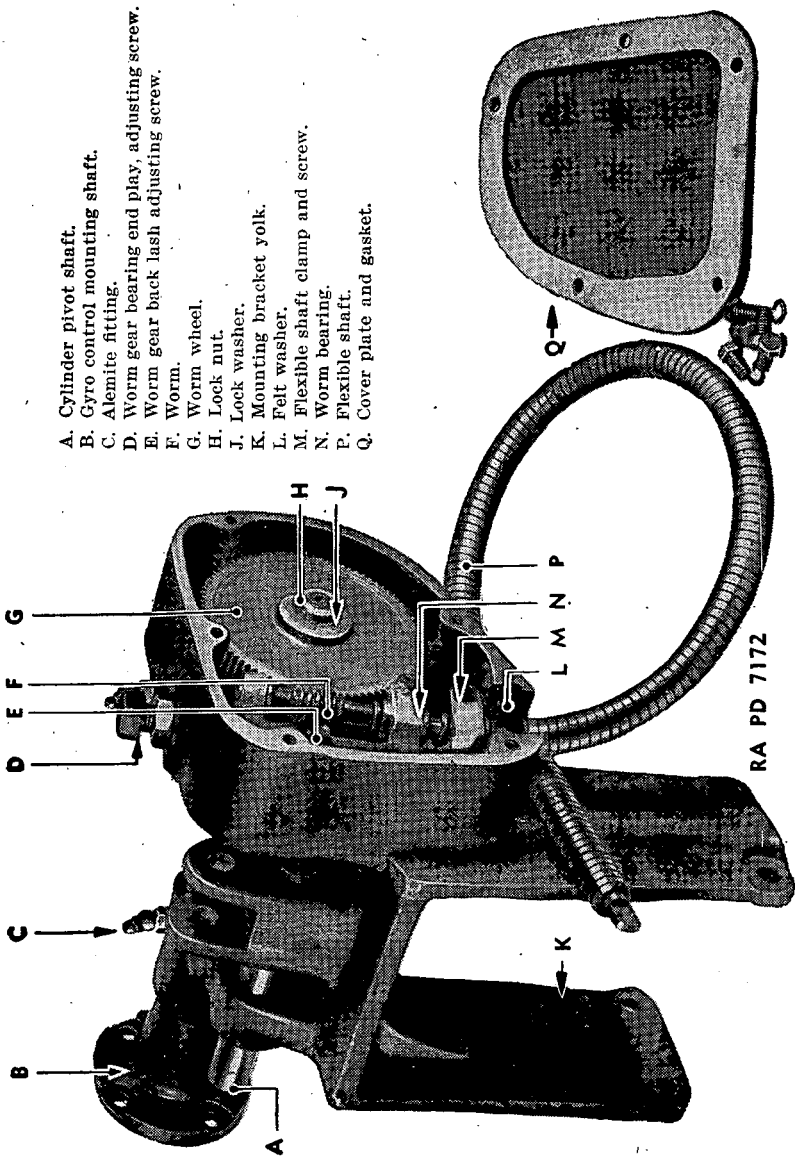
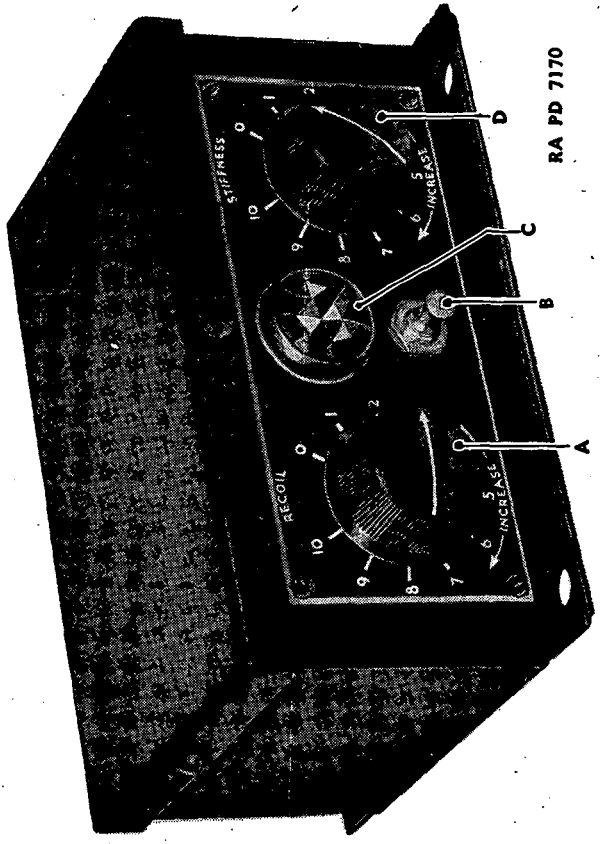
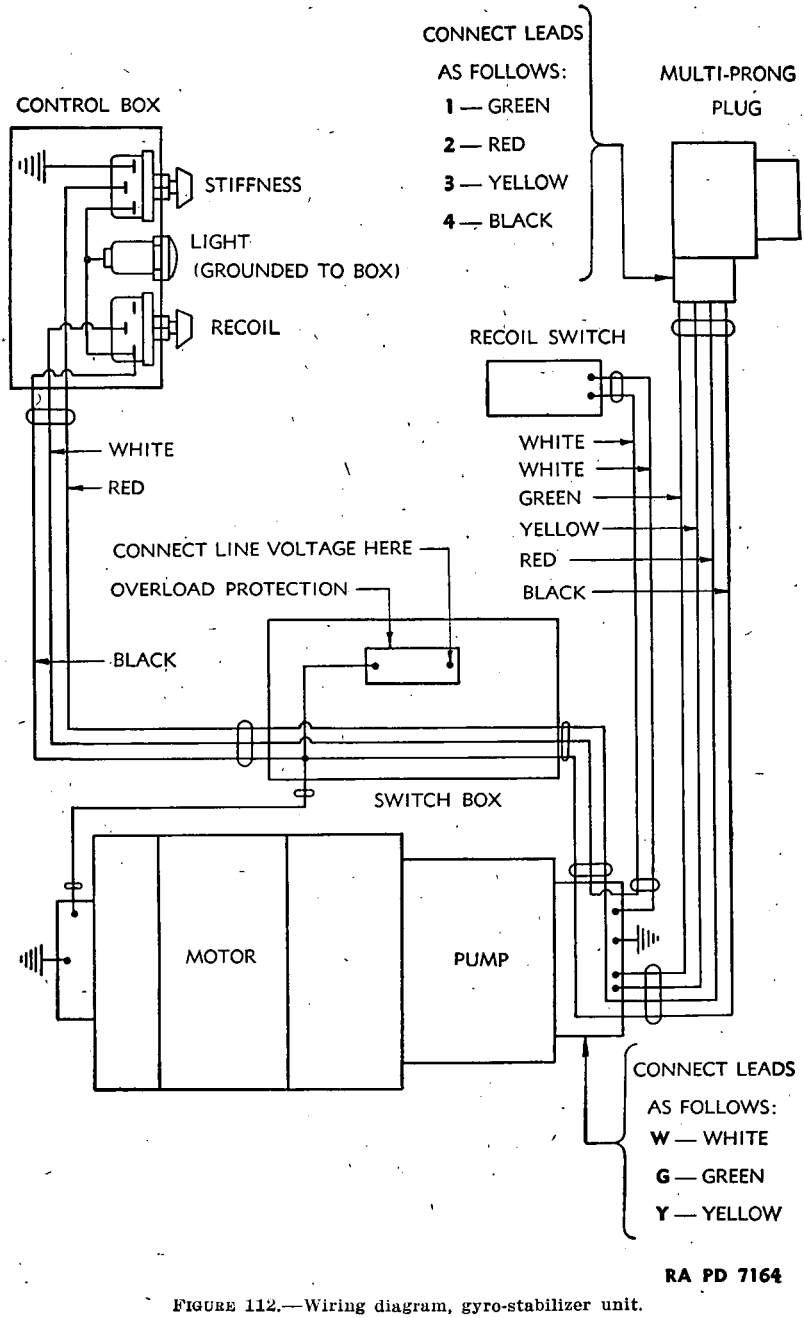

FIGURE 104.—Mounting bracket assembly, gyro-stabilizer unit.
FIGURE 108.—Exterior of control box, gyro-stabilizer unit.
FIGURE 112.—Wiring diagram, gyro-stabilizer unit.
f. Check for free motion between the gyro-control unit and the handwheel, and adjust the backlash between the worm gear and worm wheel (fig. 104) if free motion exists. The backlash may be eliminated by loosening the lock nut (fig. 104) and screwing in the adjusting screw. Use care not to get excessive pressure between the worm and worm wheel and be sure to tighten the lock nut after adjusting.
e. Control box (fig. 108).—(1) Throw the master toggle switch to the "off" position, disconnecting the power supply to the gyro-stabilizer.
(2) Remove the top cover.
(3) Disconnect the three external wires to the control box (see wiring diagram, fig. 112).
(4) Remove the screws holding the control box.
(5) To rewire the new type control box provided with a gyro-circuit push-pull switch, connect the black lead entering the control box (fig. 112) to the vacant terminal in the switch. Connect a jumper from the other terminal of the push-pull switch to the terminal on the recoil adjuster, shown in figure 112, which takes the black lead. Connect the white lead and red lead as shown.
(6) Remount the box and replace the cover.
f. Gyro-control mounting bracket assembly (fig. 104).—Remove the gyro-control mounting bracket assembly in the following manner:
(1) Remove the gyro-control unit as described in paragraph *a* above.
(3) Reconnect the flarenut to its proper connection.
(4) Replace completely any damaged oil lines.
(5) If connecting elbows cannot be tightened sufficiently to stop leakage, remove and tin threads with soft solder.
(6) Recharge the system with oil as outlined under paragraph 150.
k. Replacing shielded cable and wires.—(1) If the shielded cable connecting any part of the gyro-stabilizer becomes frayed or broken it should be replaced. Refer to wiring diagram (fig. 112).
(2) Disconnect all wires running in the defective shielded cable.
(3) Disconnect and remove the defective shielded cable and wiring.
(4) Measure a new piece of shielded cable to the proper length.
(5) Tin the new shielded cable at least ½ inch on each side of where the cut is to be made.
(9) Measure and cut to length new wire of the correct size and color.
(10) Run the wires through the shielded cable.
(11) Reconnect all wiring by colors to the same connections from which the damaged ones were removed. Refer to wiring diagram (fig. 112).